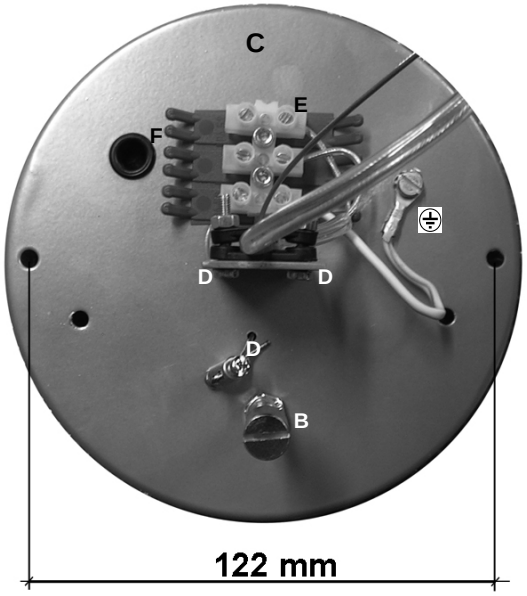

Fig.1
- Fissare il piattello (**C**) al soffitto con due viti e due tasselli (non fornite) con interasse dei fori *122 mm* come (fig.1);
- Collegare i cavi di alimentazione passando attraverso il foro (**F**) alla morsettiera (**E**); il filo giallo verde deve essere collegato al ponticello contrassegnato dal simbolo ⏚ (fig. 1);
- Regolare l'altezza della sospensione agendo sulle viti (**D**) che fissano i cavi di acciaio sul piattello (**C**), avvitare le viti quando si ha la lunghezza del cavo desiderata, tagliare il cavo in eccedenza (fig.1);